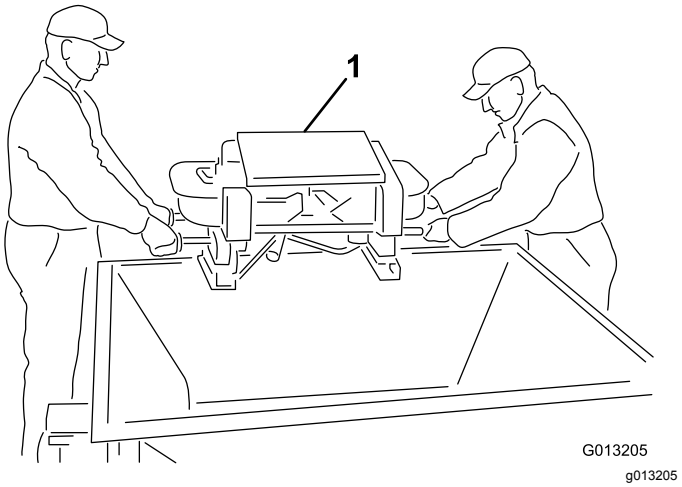

**Figur 5**
4. Løft dobbeltspinneren ut av beholderen ved hjelp av dobbeltspinnerens ytre håndtak, og plasser dobbeltspinneren på bakken (Figur 5).